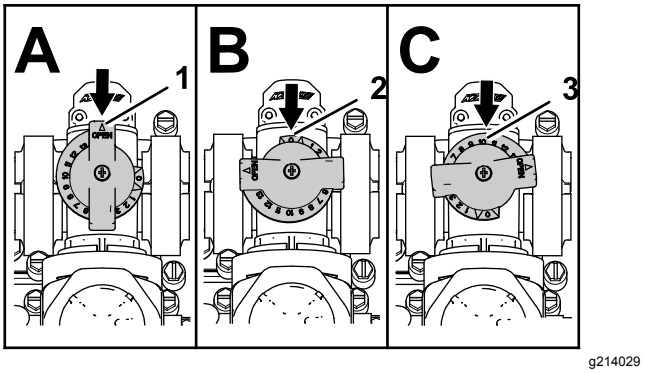

Figuur 88
- De mengomloopklep staat helemaal in de stand Open zoals getoond in Figuur 88 A.